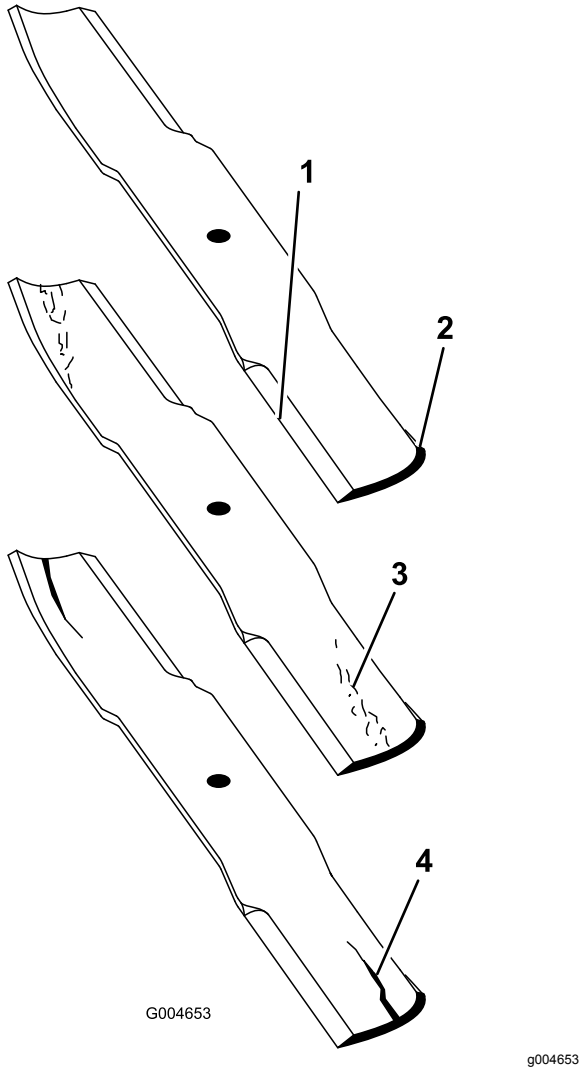

Figur 111
2. Undersøk kniveggene nøye, særlig der de flate og bøyde delene av kniven møtes (Figur 111).
Merk: Siden sand og slipende materiale kan slite på metallet mellom den flate og bøyde delen av kniven, kontrollerer du kniven før du bruker klippeenheten. Skift ut kniven hvis du oppdager slitasje (Figur 111).